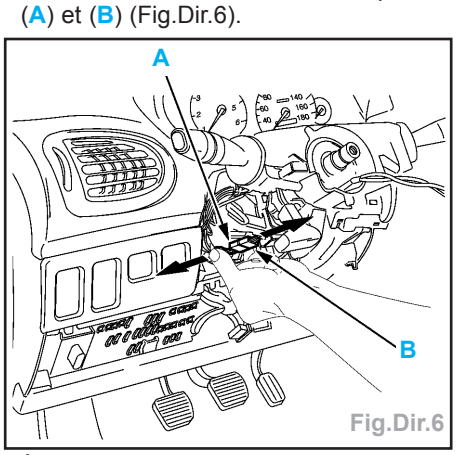

Fig.Dir.6
- Appuyer sur les deux languettes du connecteur orange et débrancher le connecteur en tirant sur les deux parties (A) et (B) (Fig.Dir.6).